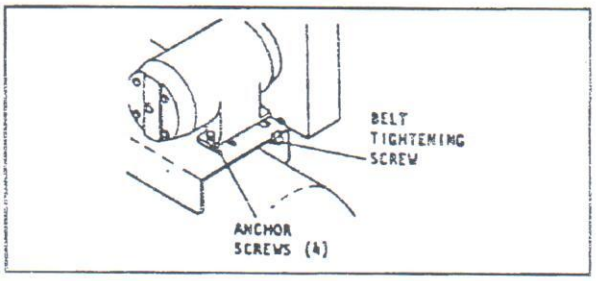

Figure 6-4. Belt Adjustments.
A. Measure the belt span (t) as shown in Figure 6-4.